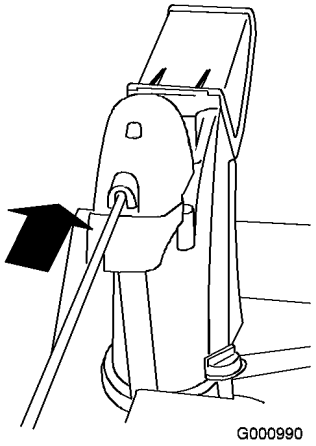

Figura 10
4. Inserite l'estremità anteriore dell'asta nell'apertura sul retro del coperchio ingranaggi del camino di scarico, finché non s'inserisce negli ingranaggi (Figura 10).